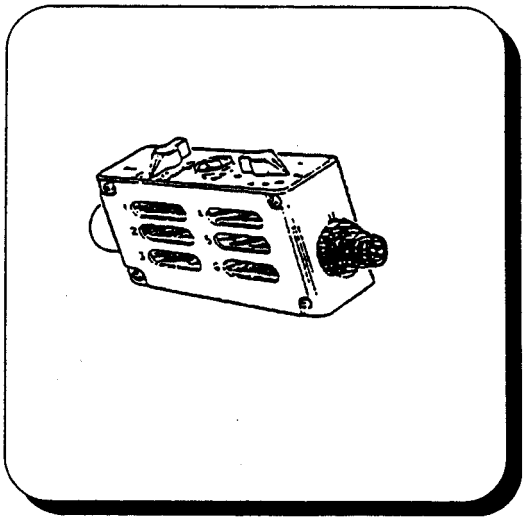

Figure 2. TSEC / KYK -13
b. TSEC/KYK-13. Loads and stores the COMSEC variables into the RT- 1523/U. See Figure 2.